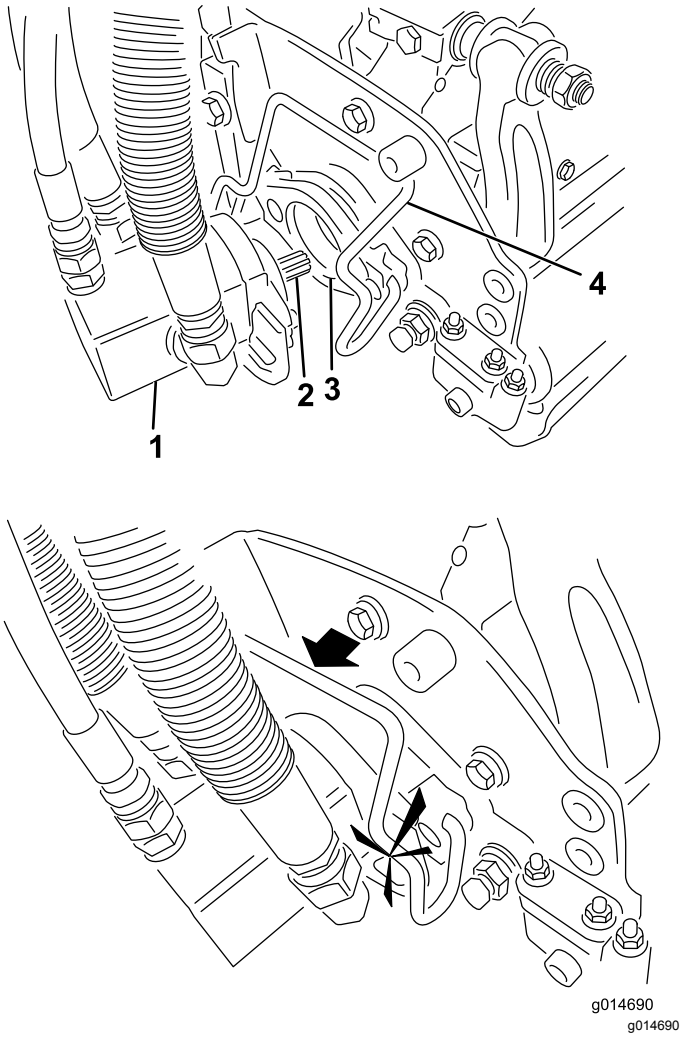

Figur 48
5. Stryk på rent fett på klippenhetsmotorns räfflade axel (Figur 48).
6. För in motorn på vänster sida av klippenheten (sett från förarsätet) och dra motorfäststaget på klippenheten mot motorn tills du hör ett klickljud från båda sidorna av motorn (Figur 48).